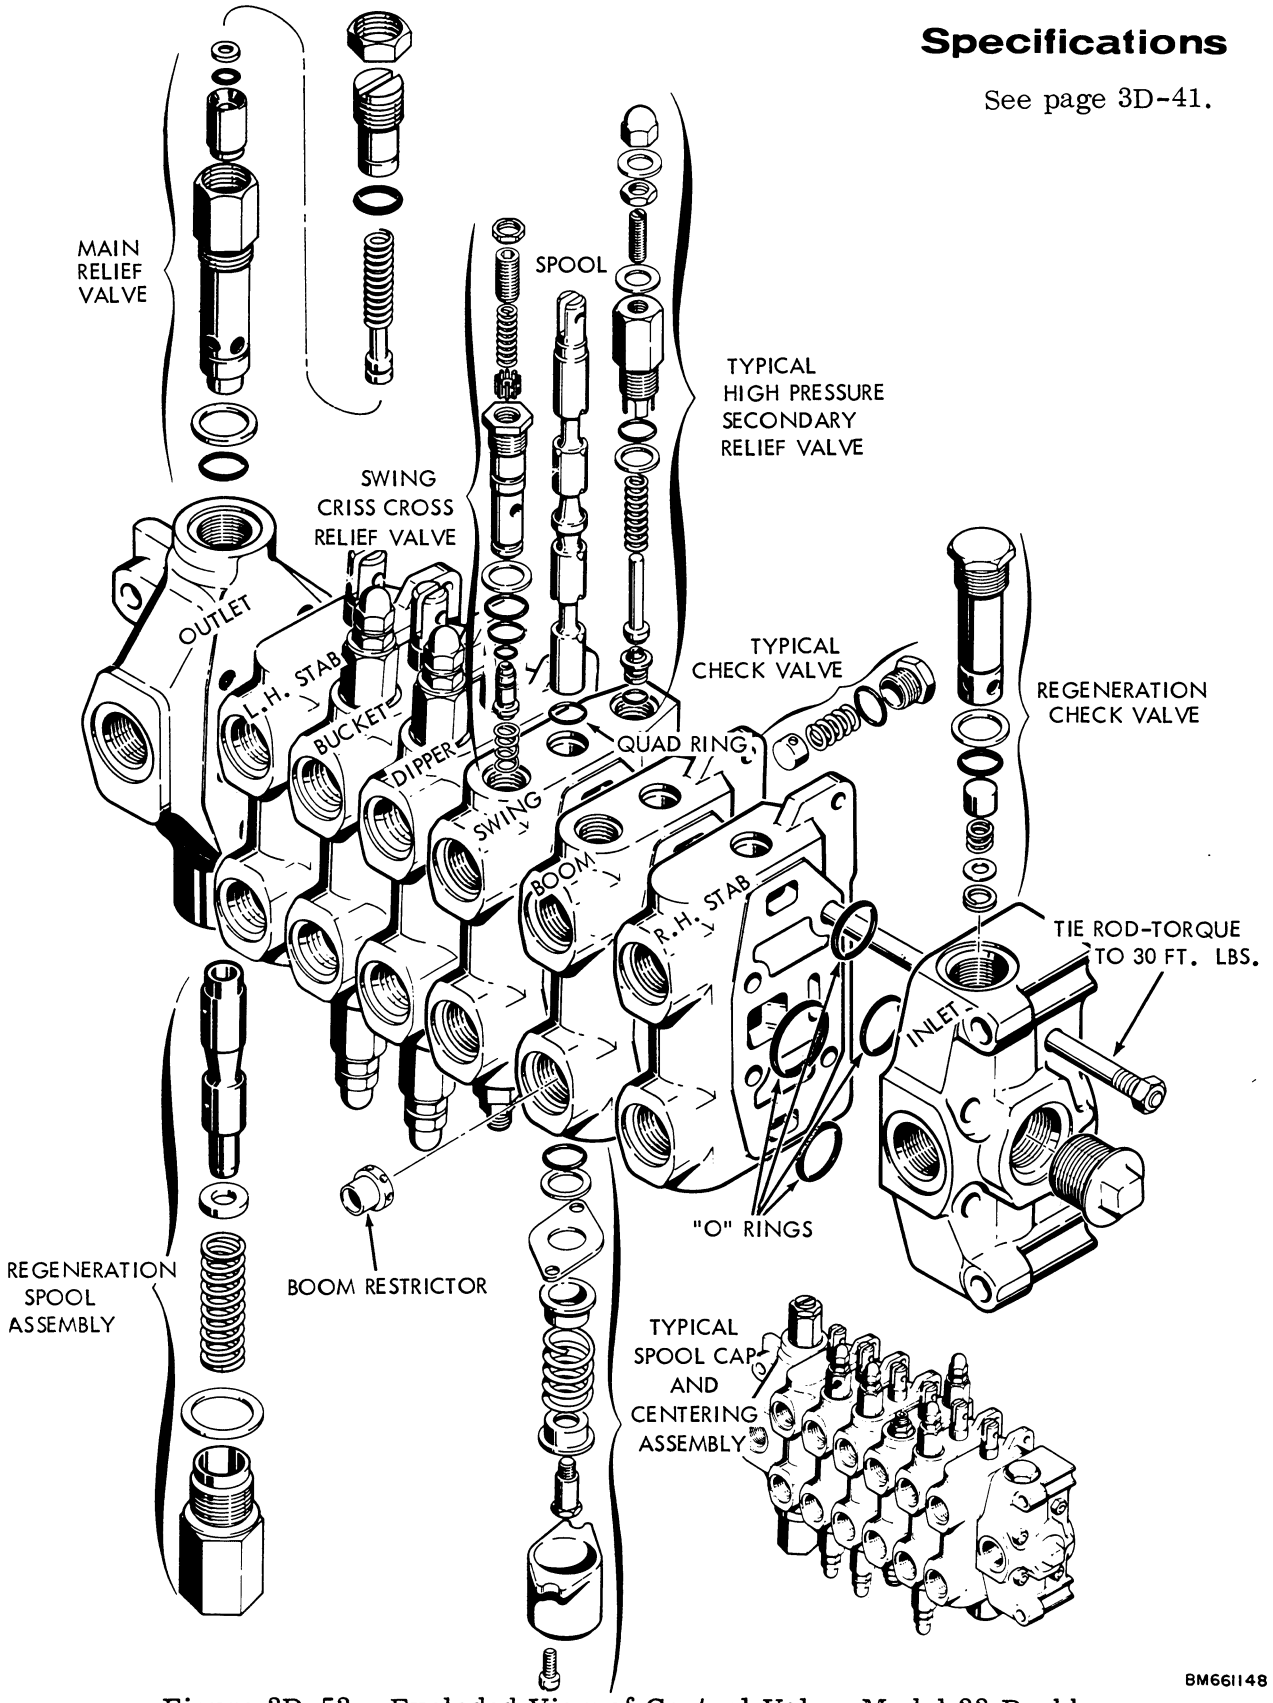

Figure 3D-53 - Exploded View of Control Valve, Model 33 Backhoe
12. Actuate the control levers—the backhoe should operate as shown in Figure 3D-38. If not, hoses have been switched.